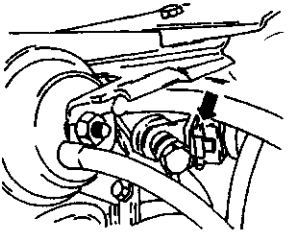

图 4—14
④如果电压值符合要求，则拆下控制单元导线连接器 A(见图 3—12)并检测针脚 A_1 与图 4—11 所示导线连接器针脚 1 间的电阻，其值应约为 0.2Ω，若电阻值与此不符，则检修其线路；若电阻值符合要求，则应更换控制单元。
①按图 4—12 和图 4—13 所示，检查增压控制电磁阀并且其控制信号符合要求；
②起动起发动机并使之以怠速转速运转；